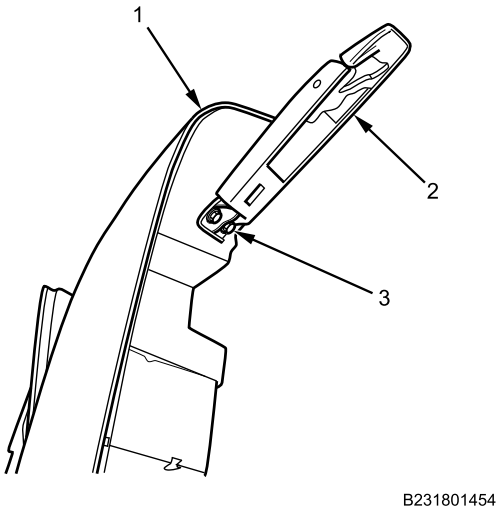

Figure 1. Hood and Latch.
1. Remove two bolts (Figure 1, Item 3) and hood latch (Figure 1, Item 2) from hood (Figure 1, Item 1).